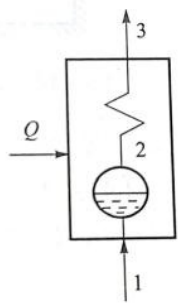

Figure4. A schematic diagram of a boiler
A schematic diagram of a boiler is shown in Figure 4[3]. It produces 15t superheated vapor of 1MPa, 350℃ per hour. The feed water temperature is known to be 20 ℃. The efficiency of boiler is 0.75. The calorific value of coal is 29400 kJ/kg, The quality of the wet vapor entering the superheater is 0.95. Determine: (1) The coal consumption. (2) The heat absorption capacity of wet vapor in Superheater[3].